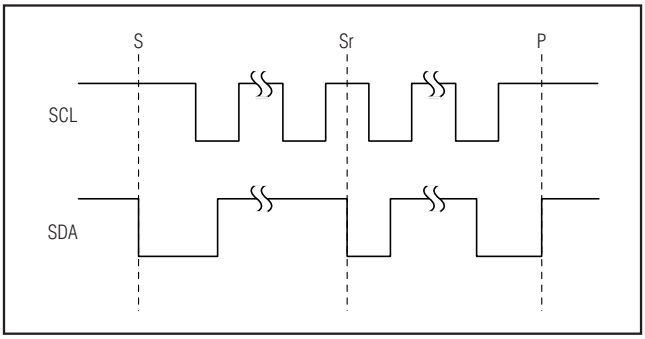

*Figure 4. START, STOP, and Repeated START Conditions*
A master device initiates communication by issuing a START condition. A START condition is a high to low transition on SDA with SCL high. A STOP condition is a low to high transition on SDA while SCL is high (Figure 4). A START (S) condition from the master signals the beginning of a transmission to the MAX9744. The master terminates transmission, and frees the bus, by issuing a STOP (P) condition. The bus remains active if a Repeated START (Sr) condition is generated instead of a STOP condition.